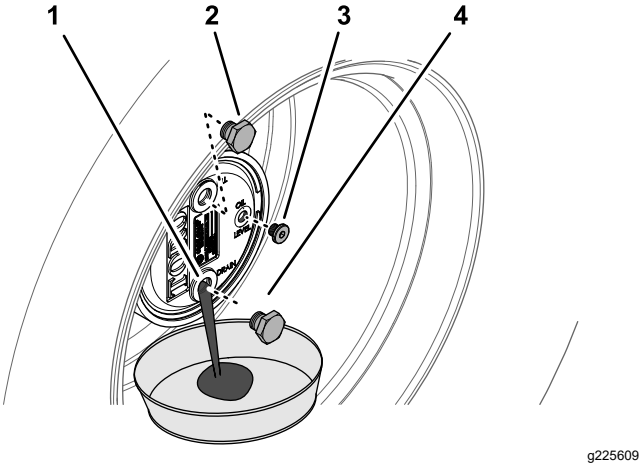

**Рисунок 102**
2. Снимите пробку заливного отверстия, расположенную в положении «12 часов», и пробку контрольного отверстия, расположенную в положении «3 часа» (Рисунок 102).
3. Подставьте сливной поддон под ступицу планетарной передачи, снимите пробку сливного отверстия, расположенную в положении «6 часов», и дайте маслу полностью стечь (Рисунок 102).
5. Установите пробку сливного отверстия в сливное отверстие корпуса планетарного редуктора (Рисунок 102).